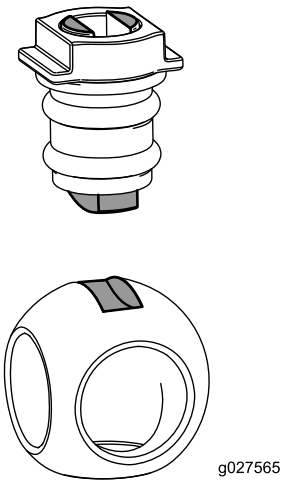

Figur 74
6. Montera kulan i ventilhuset (Figur 74).
Obs: Ventilskaftet ska passa i kulans drivspår. Justera kulans position om ventilskaftet inte passar (Figur 74).